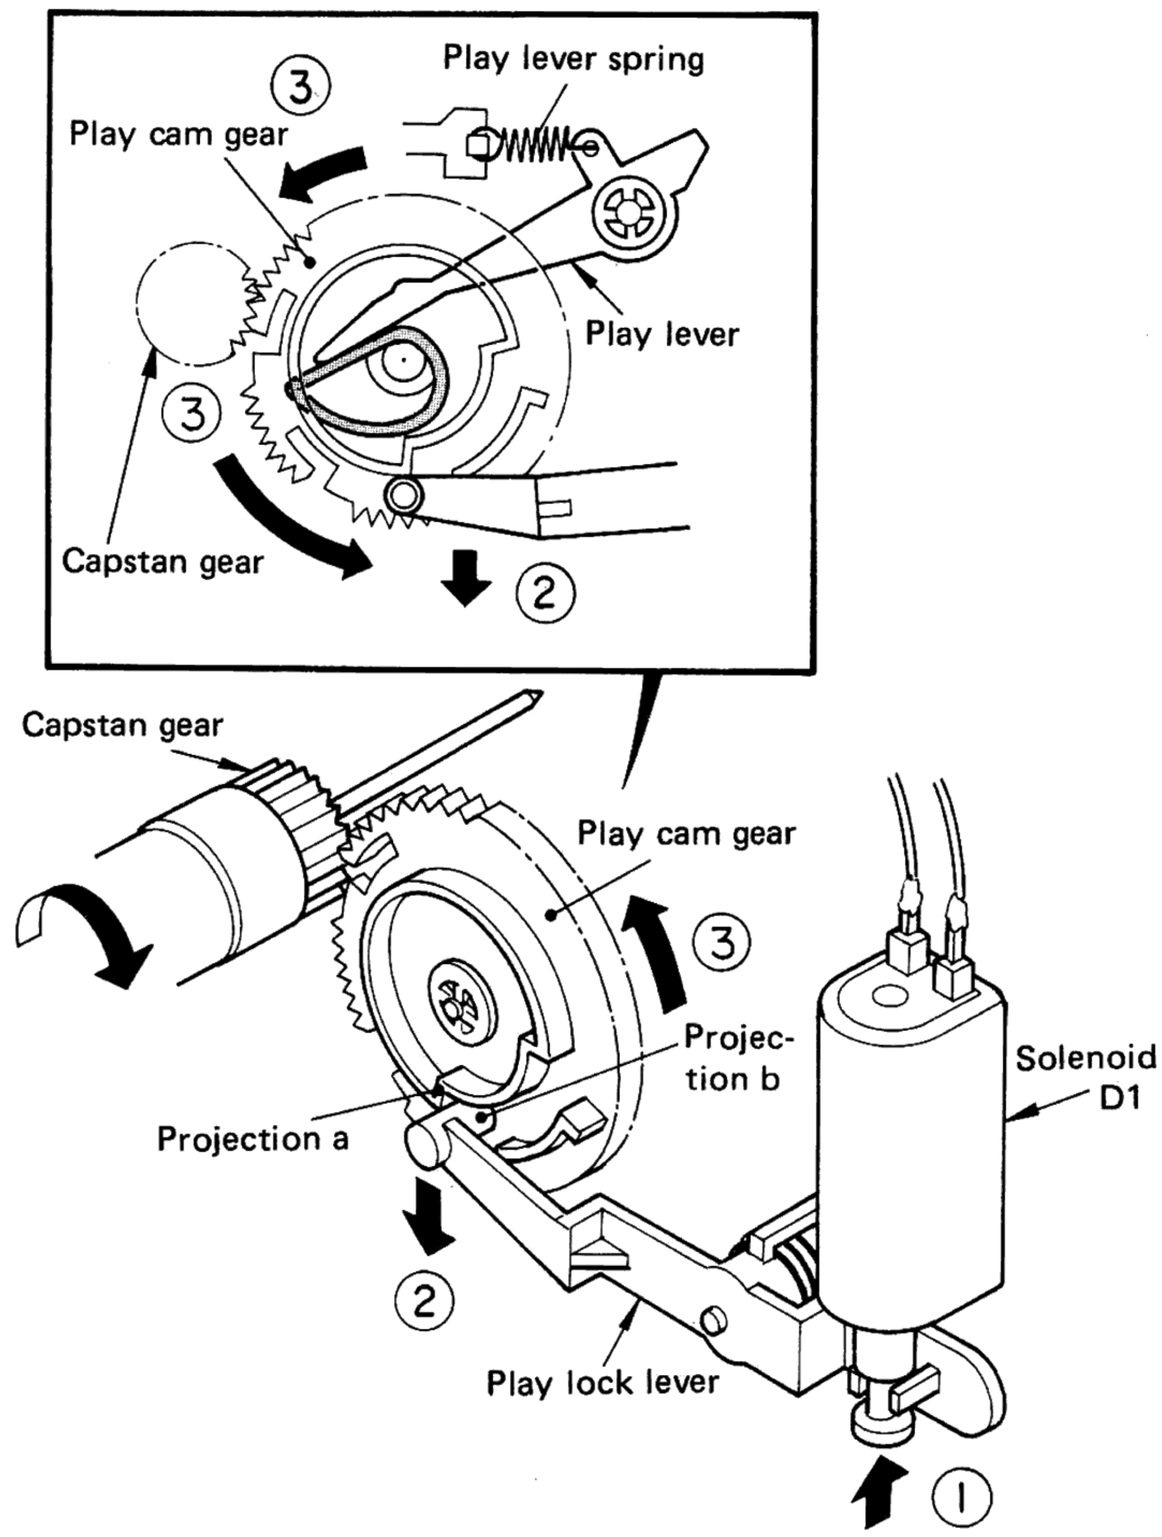

Fig. 2 PLAY operation (1)
4. STOP operation (Refer to Fig. 2,3)